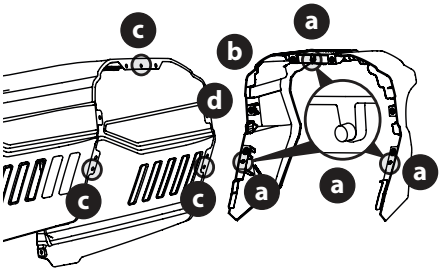

Fig. 5
Hay tres (3) clavijas de alineación (a) sobre el collarín del capó (b) que se alinean con los correspondientes orificios de alineación (c) del capó (d) (Fig. 5).